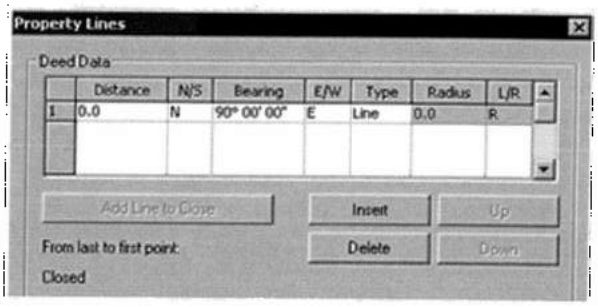

Рис. 22.12. *Построение границ по топографическим данным*
2. В открывшемся боксе **Property Lines Creation** (Создание границы участка) нажать кнопку **Create entering distances and bearings** (Создать границы на основе таблицы расстояний и углов). Откроется бокс **Property Lines** (Границы участка) (рис. 22.12).
Для преобразования эскизной границы в табличную или для изменения границ участка, заданных таблично, выбрать линию границы и нажать на ленте **Edit Table** (Изменить таблицу). Ознакомившись с предупреждением, нажать OK. Откроется бокс **Property Lines** (см. рис. 22.12).